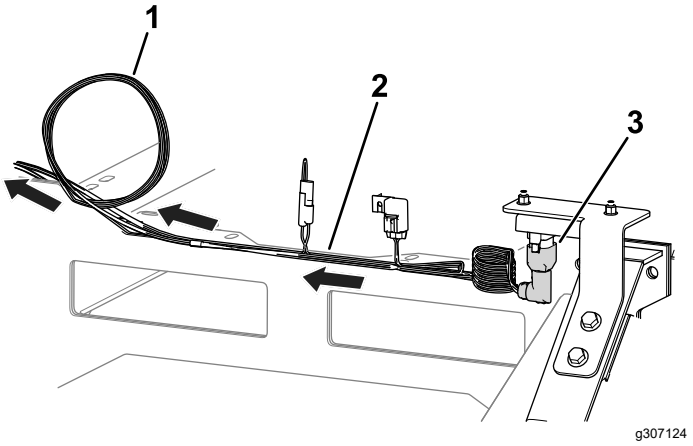

Bild 4
4. Verbinden Sie den mit P02 gekennzeichneten Kabelbaumanschluss mit dem Neigungssensor (Bild 4).
5. Verlegen Sie den Kabelbaum zum Armaturenbrett (Bild 4) und vergewissern Sie sich, dass er befestigt ist und nicht in der Nähe von beweglichen Teilen oder Quetschstellen liegt.
6. Wickeln Sie die überschüssige Länge des Kabelbaums links neben dem Armaturenbrett auf (Bild 4).